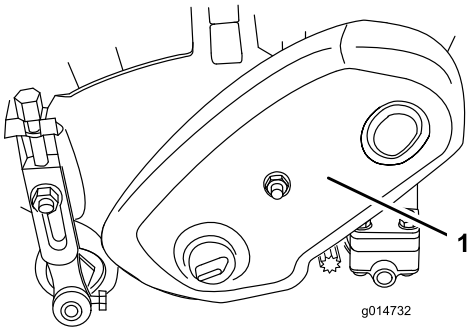

Figure 36
1. Retirez les fixations du couvercle de la courroie et déposez le couvercle pour exposer la courroie (Figure 36).